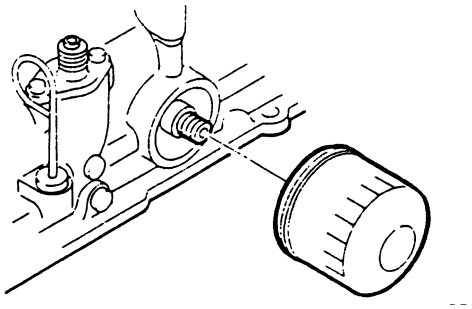

Fig. 7.1
(2) **Changer le filtre à huile (Fig. 7.1):**